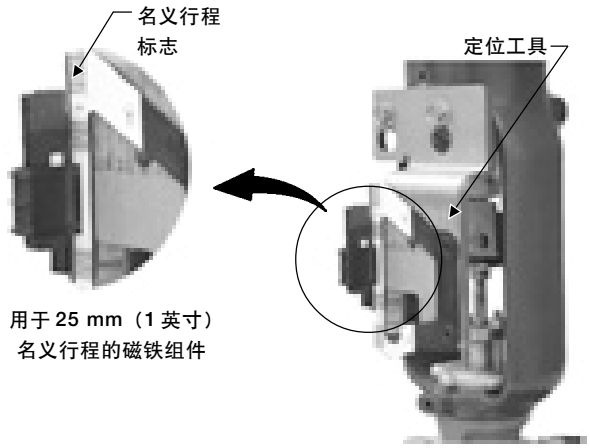

*图 2-5. 用于气关式磁铁组件的调整*
4. 找到与阀门实际行程对应的上端行程刻度。如图 2-5 所示。